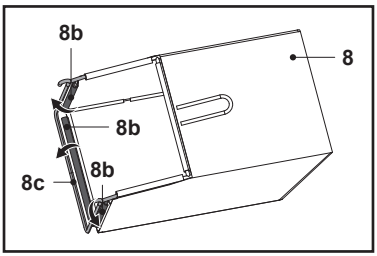

Fig. 5
1. Sujete las tres abrazaderas de caucho (8b) a la barra de soporte (8c) del recogedor de hierba (8) (Fig. 5).
2. El recogedor de hierba (8) ya está listo para su uso.